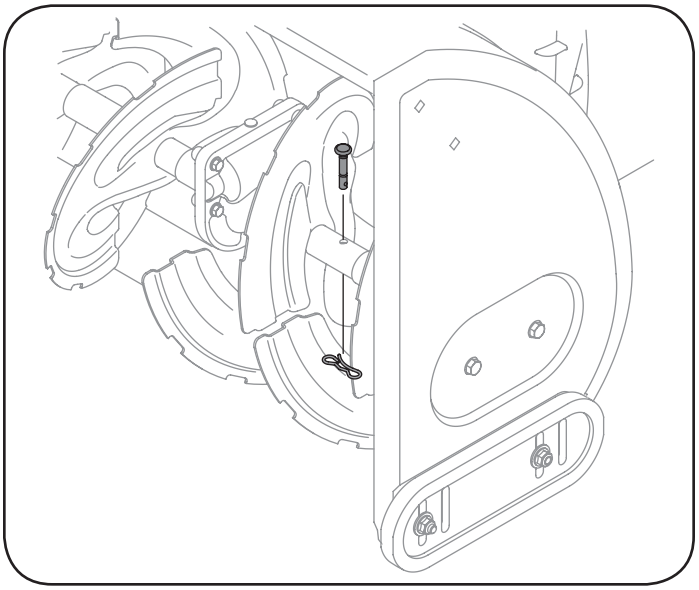

Figura 39
- La barrena está ajustada al eje espiral mediante pasadores de cuchilla color dorado (Pieza del fabricante del equipo original N° 738-04124A). Consulte la Figura 39.